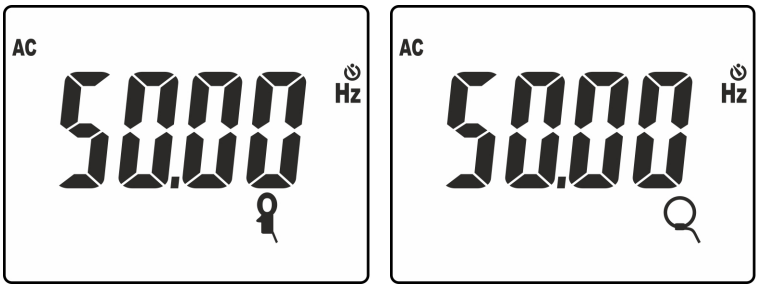

Fig. 38: Resultado medida de frecuencia con pinza estándar y flexible
9. Pulse la tecla **MODE/MXMNPK** para visualizar el valor de la frecuencia de la corriente CA con resolución elevada (ver la Fig. 38)